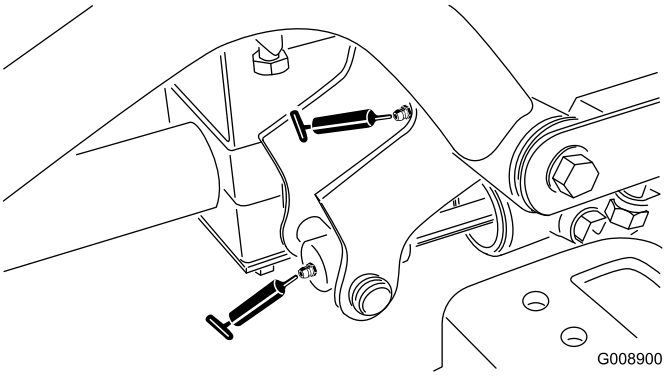

Figur 42
- Høyre fremre løftearmstapp og løftesylinder (2) (Figur 42)